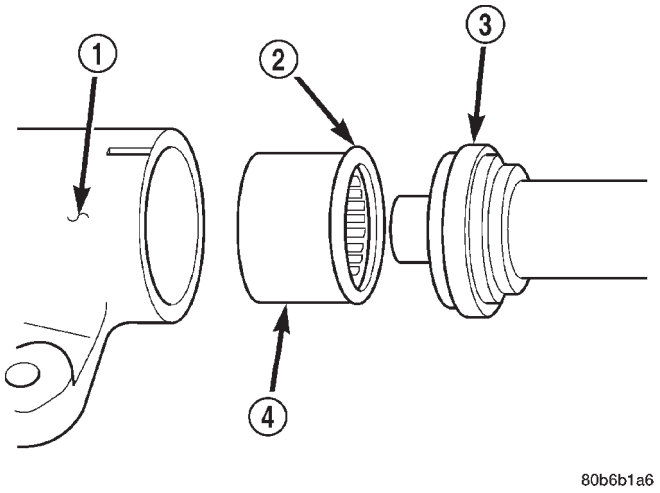

Fig. 15 Lower Pitman Shaft Bearing
(2) Install lower pitman shaft bearing with the other side Driver 8294 and Handle C-4171 (Fig. 15). Drive bearing into housing until the bearing shoulder is seated against the housing.
(3) Coat the oil seal and backup washers with **special grease**supplied with the new seal.
(4) Install the oil seal with Driver 8294 and Handle C-4171.
(5) Install plastic backup washer.